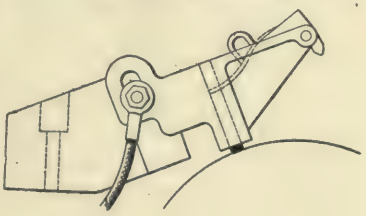

FIG. 6.
**6. The No. 20 Brush Holder.**—Fig. 6 shows the outline of the No. 20 brush holder. The holder is mounted on a wooden block that is bolted to a lug cast on each side of the top motor shell. The adjustment to allow for wear in the commutator is made by sliding the holder radially on a machined brass casting that tips the end of the wooden arm and serves as a guide. The brush holder, being radial and rigid, once set right, calls for no other adjustment. The proper tension is secured by means of a spiral spring and lever that provides a fairly uniform pressure throughout the life of the brush. There are two brushes in each holder and the holders are staggered so that no ridge is worn in the center of the commutator. The